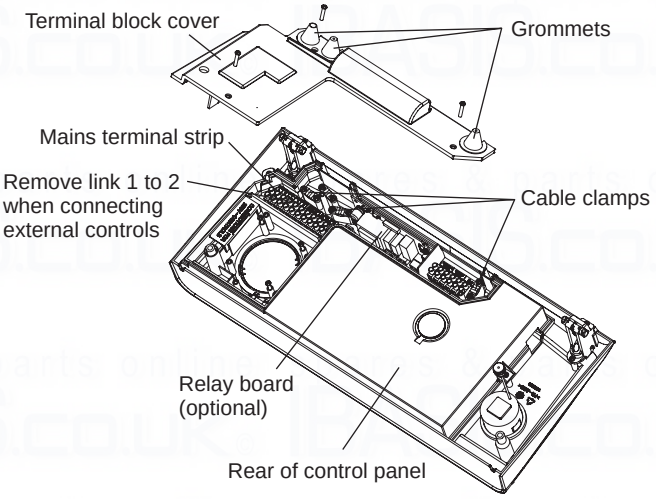

Fig. 23
4.10 CONNECT THE MAINS SUPPLY - Fig. 23
Remove the three screws securing the terminal block cover from the back of the control box (see Fig. 23). Pass the mains supply cable through the cable clamp and connect as follows:- Brown to L, Blue to N and Green/ Yellow to ⏚. Ensure correct polarity.